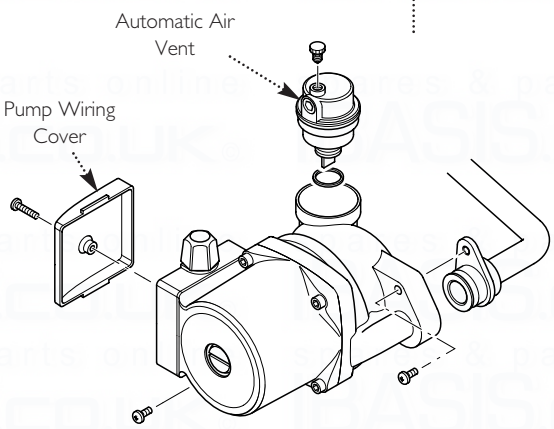

Fig. 89
14.14 Automatic Air Vent (Fig. 89)